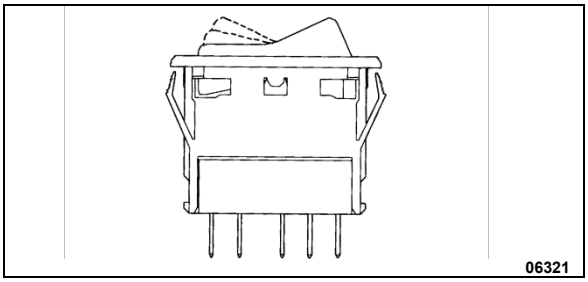

**FIGURE 61: SWITCH**
3. To install a new switch, reverse the procedure (Figure 61)